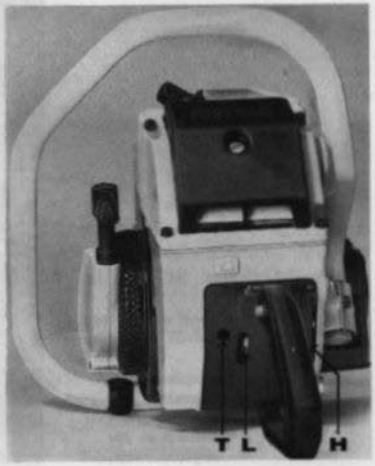

Fig 14.
1. Högvarvsinställning. Öppna justerskruven H för högvarvsmunstycket ett varv. Se fig 14.